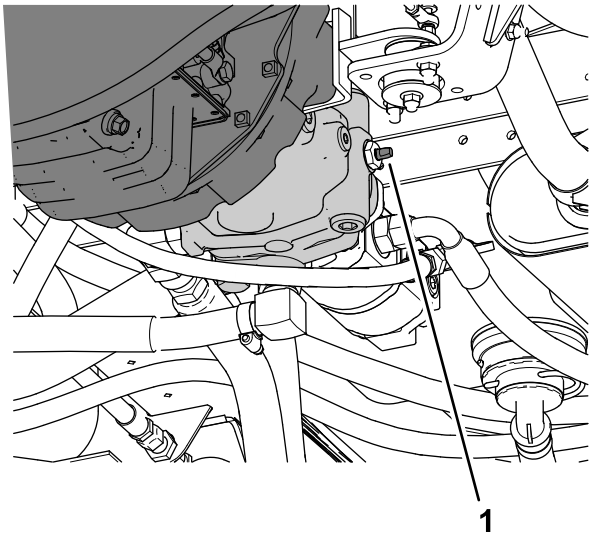

Figur 55
3. Öppna bogserventilen (Figur 55) genom att vrida den 90 grader åt valfritt håll.